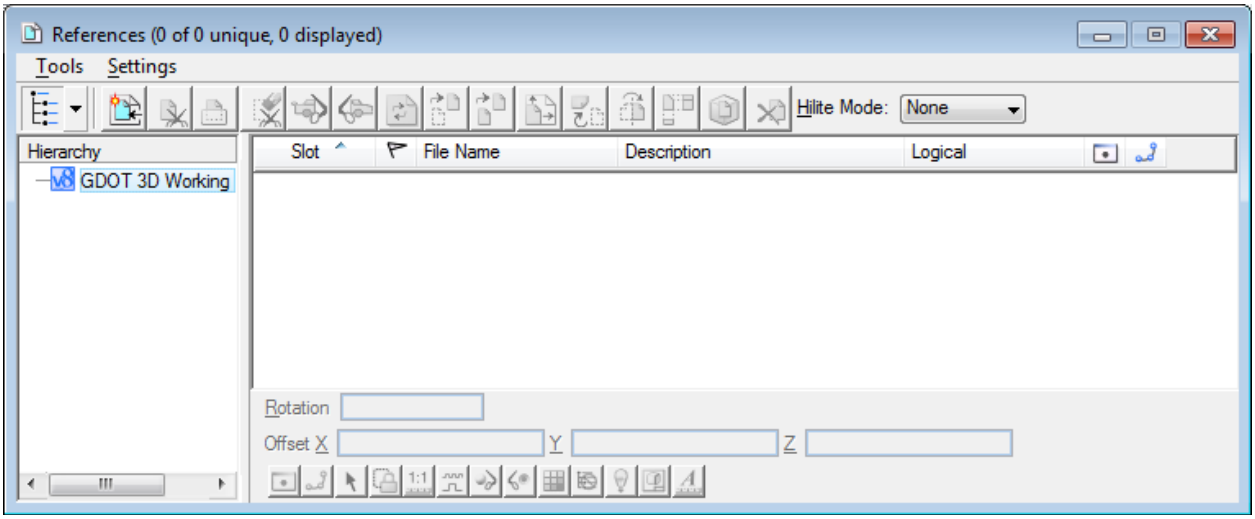

Figure L10-1 References Window
12.	**Attach the 1234567MAIN.dgn Reference File.** In order to view the Construction Centerline – the **1234567MAIN.dgn** Reference File will be attached. • In MicroStation, select **File ► References**. The **References** Window opens as shown in *Figure L10-1*.